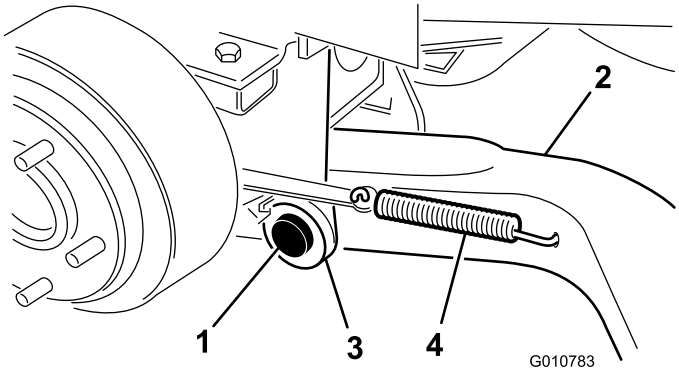

Figure 4
4. Montez un bras de levage (en plaçant la rotule à l'extérieur) sur le support de pivot avec un axe de pivot et une goupille fendue (5/32 x 1-3/4") (Figure 4).
6. Accrochez le ressort de rappel de frein dans le trou du bras de levage (Figure 4).